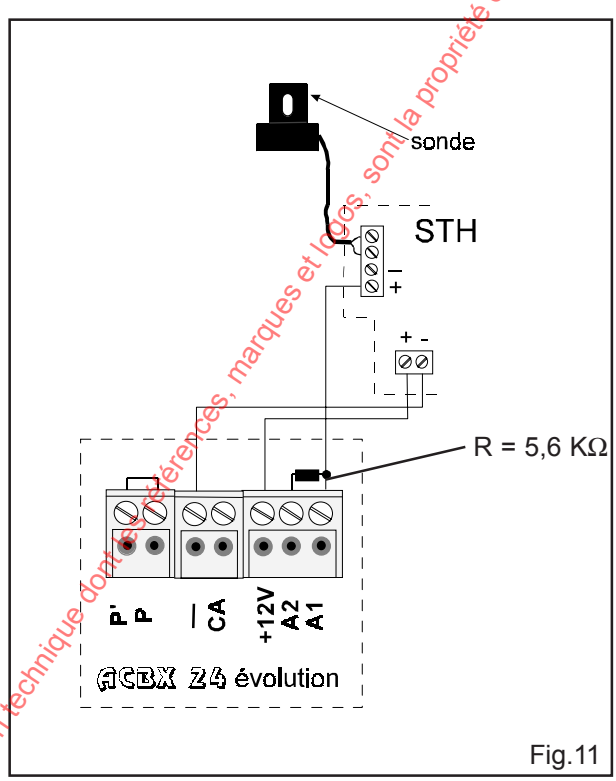

Fig.11
- Exemple de raccordement d'une sonde thermostat (code 10110) fig.11.